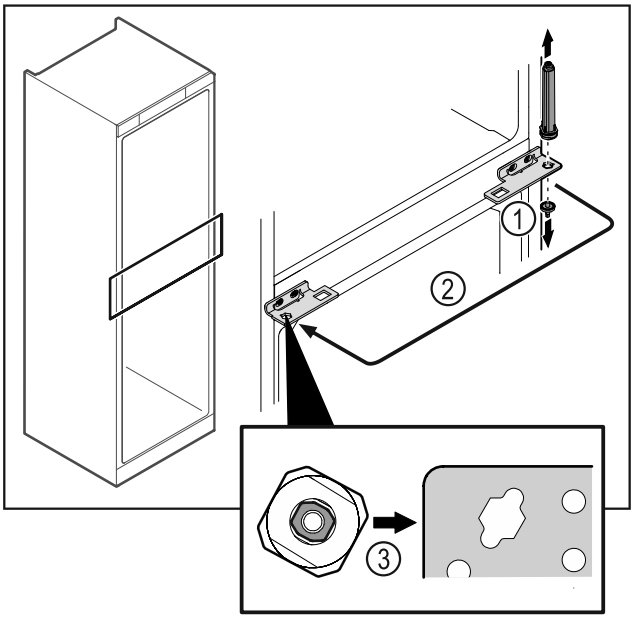

Fig. 39
▶ Deșurubați bolțul balamalei *Fig. 39 (1)*.
▶ Mutați sistemul de închidere al ușii *Fig. 39 (2)*.
▶ La utilizare aveți în vedere alinierea corectă a sistemului de închidere a ușii *Fig. 39 (3)*.